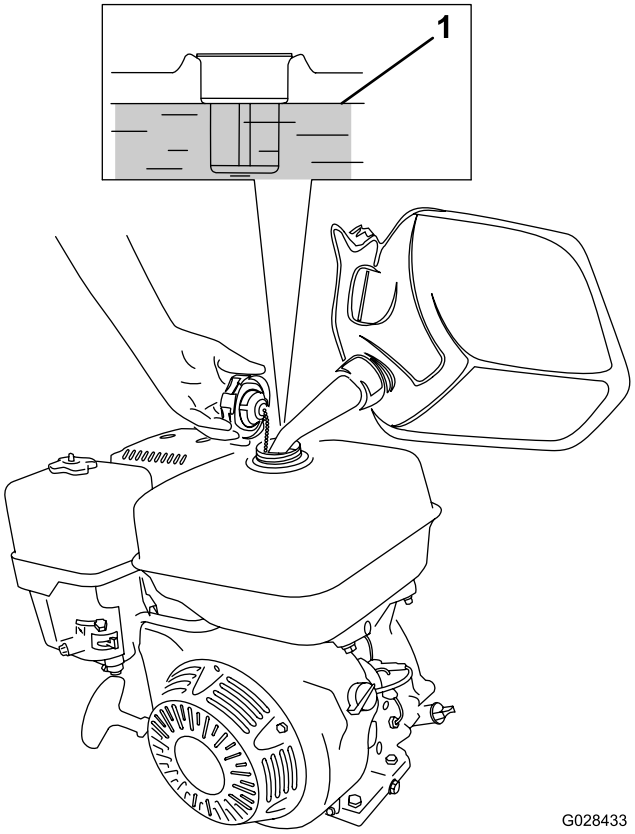

Figur 23
1. Rengjør rundt lokket til drivstofftanken, og ta av lokket (Figur 23). Fyll drivstofftanken til ca. 25 mm under toppen av tanken med blyfri bensin (min. 87 oktan) for å gi rom til at drivstoffet utvider seg.